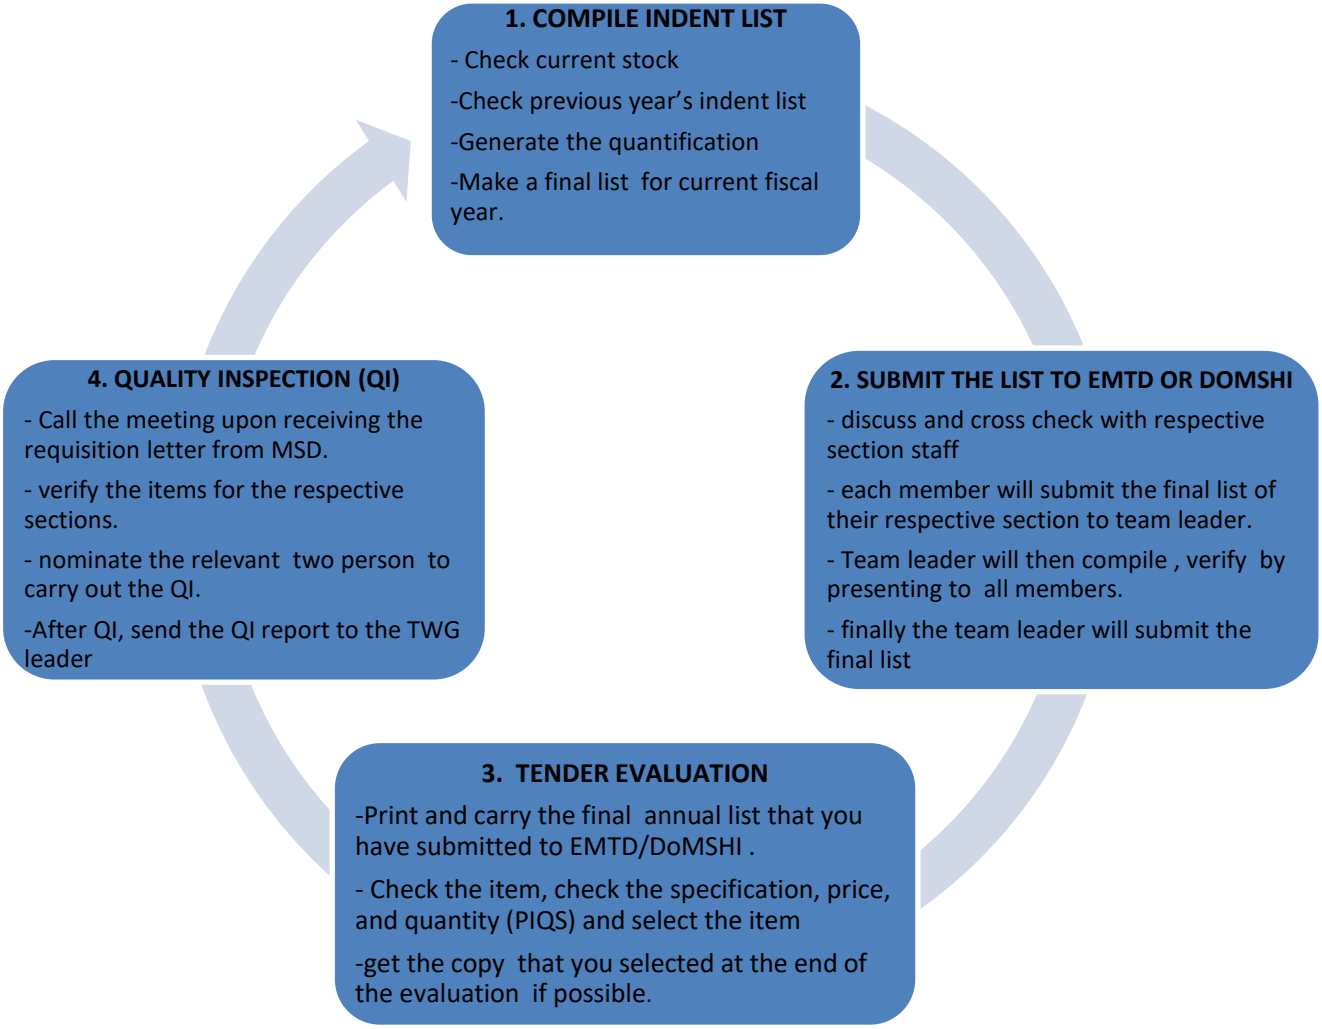

Figure 1: Flow chart of procurement cycle for Technical Working group
7.1.5 Lead the discussion in your respective section on annual indent list, check the current items and list down the needy ones (see Figure 1).